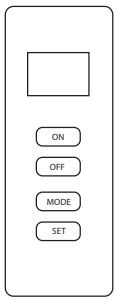

Fig. 19: remoto
- Si el piloto se apaga, repita los pasos 3 a 7. Espere (1) minuto antes de intentar encender el piloto nuevamente. Si el piloto se apaga tras varios intentos, gire la perilla de control de gas en dirección de las manecillas del reloj hasta la posición OFF (APAGADO) y llame a un técnico de servicio calificado
9. Para usar el control remoto termostático incluido, coloque el interruptor del recibidor en la posición "REMOTE" (control remoto) (consulte la Fig. 19). Presione el botón de encendido para encender el control remoto que enciende el quemador principal. Consulte el manual de instrucciones del control remoto en la siguiente página 29 para conocer las funciones "MODE" (MODO) y "SET" (ESTABLECER).